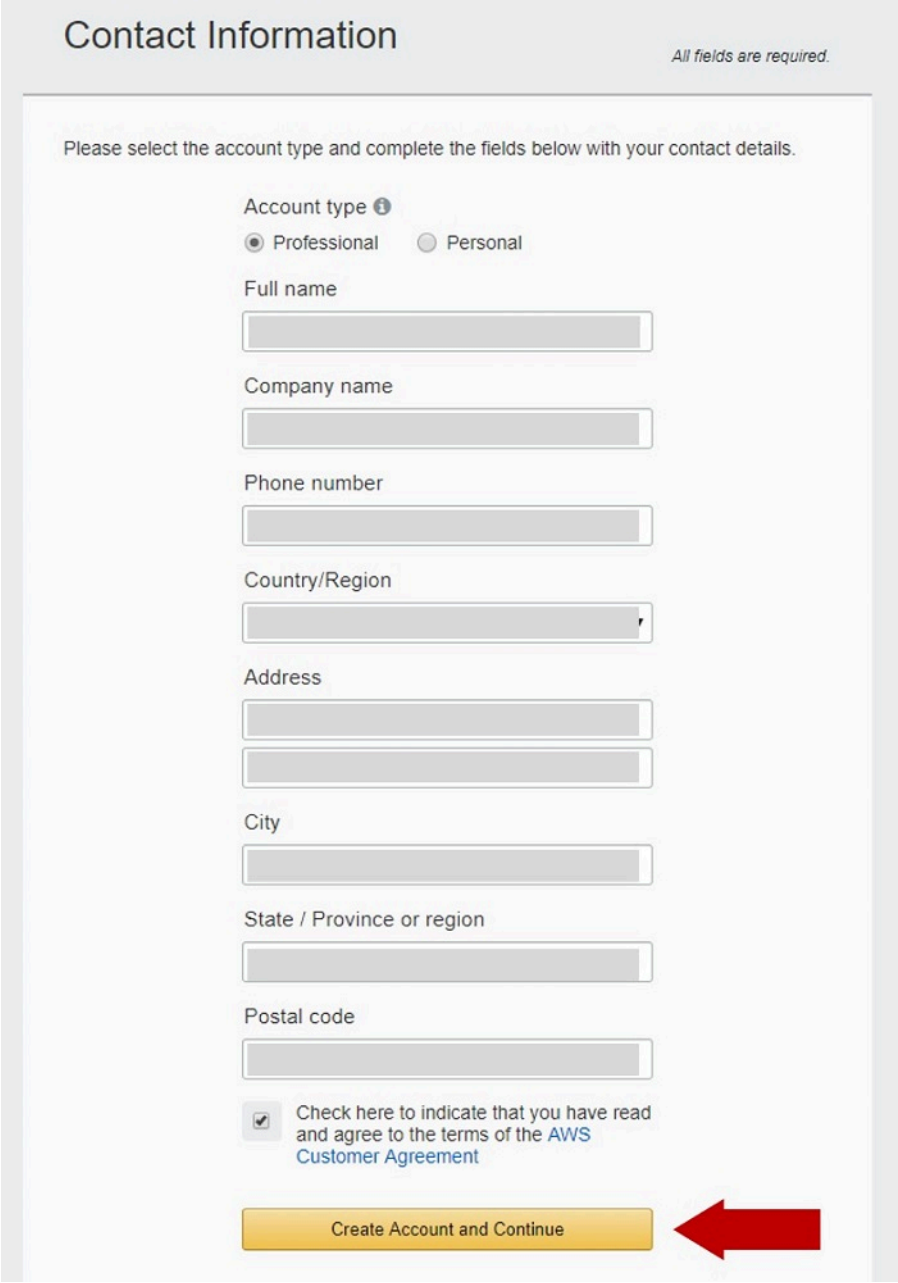

Figure 5. Create an AWS IoT Core account - Contact information
4. Select the account type, complete the fields with your contact details and click *Create Account and Continue* as shown in Figure 5: